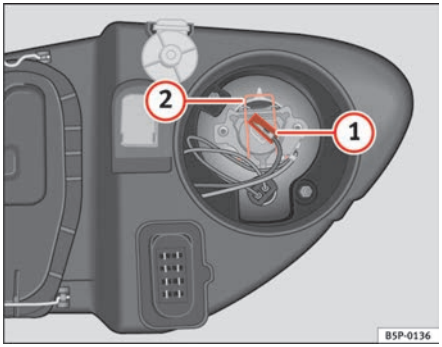

Fig. 182 Main beam headlights
– Remove the connector ⇒ fig. 182 (1) from the bulb.
– Press the spring ⇒ fig. 182 (2) inwards and to the right.